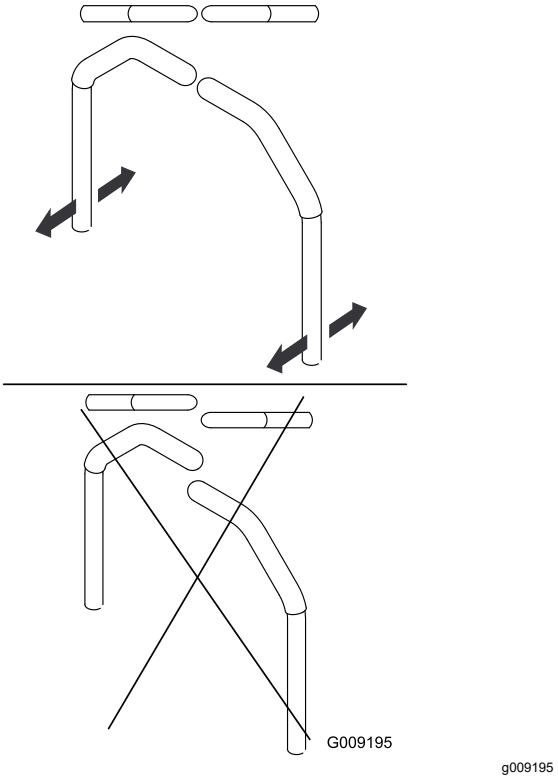

Figura 47
9. Alinhe as alavancas da frente para trás ao unir as alavancas na posição de PONTO MORTO e deslize-as até ficarem alinhadas, a seguir, aperte os parafusos (Figura 47).